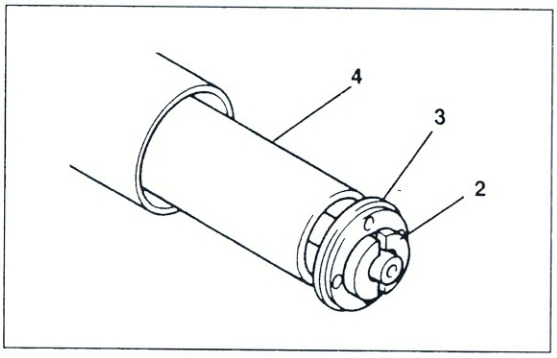

Bild 225
- Sicherungen ② Bild 225 an Kolbenstange mit Schraubendreher auseinander drücken. Lochscheibe ⑤ und Distanzstück ④ abnehmen.
- Dämpferpatrone mit Tragfeder ⑥ und
● Distanzhülse ④ und Lochscheibe ⑤ (glatte Seite unten) aufstecken. Sicherungen ② Bild 225 an Kolbenstange einsetzen und Spannvorrichtung entspannen.